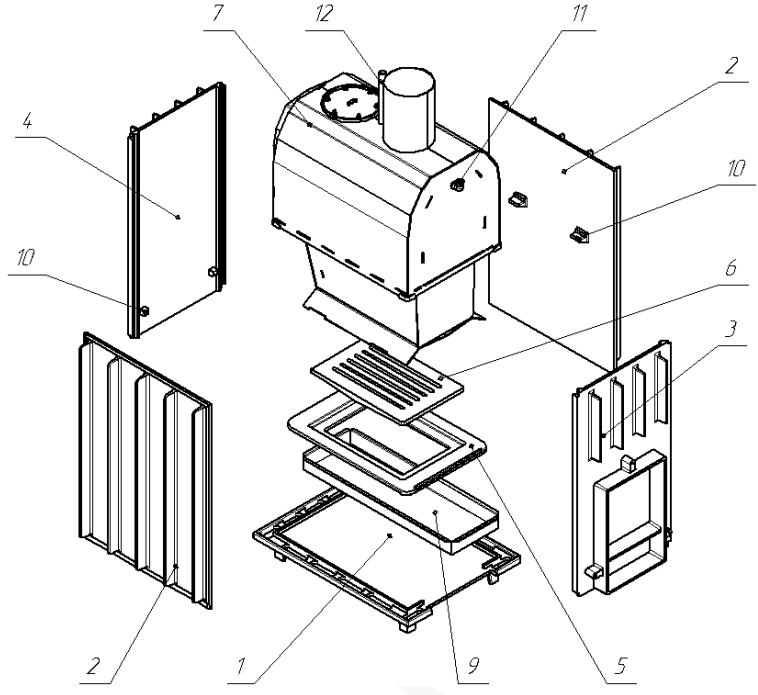
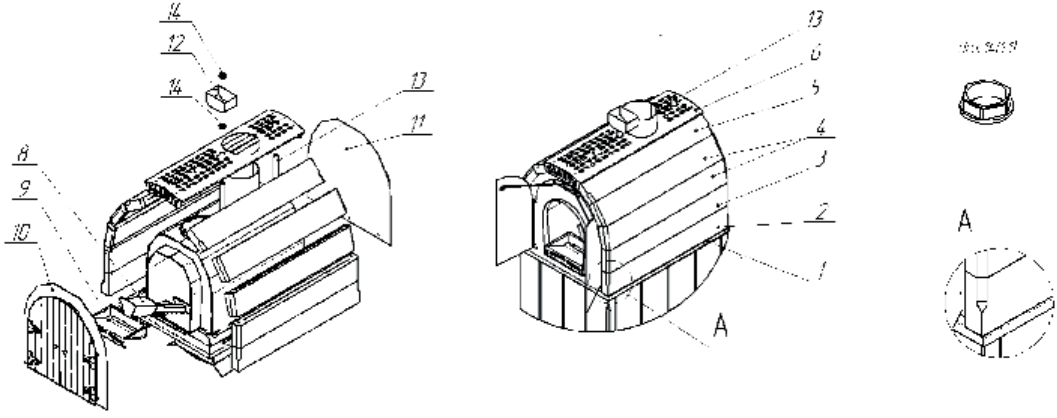
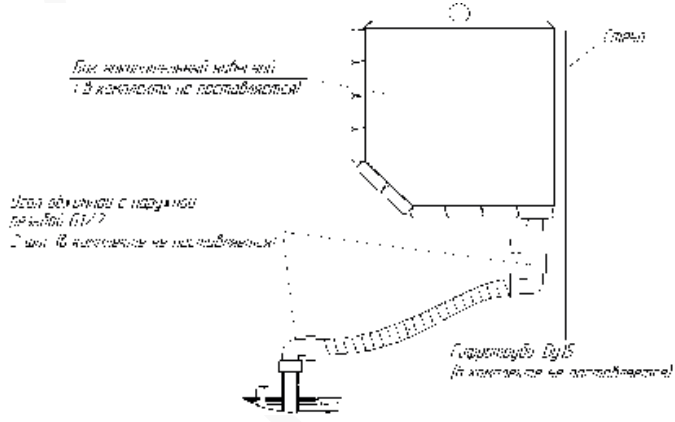

Рис.12 Схема сборки топочного агрегата печи Калита Арка.
Рис.19 Схема сборки верхней части декоративно-защитного ограждения печи Калита Арка и установки парообразовательных устройств.
Рис.19.1 Рекомендуемая схема подключения парового дозатора.
2.3.2.2 На подготовленном месте в парной установить основание поз1 рис.12
2.3.2.3 В пазы основания установить боковые стенки поз.2 рис.12, затем переднюю поз.3 рис.12 и заднюю проз.4 рис.12. Приливы поз.10, рис.12 на боковых стенках должны быть расположены вверху, а на задней и передней стенках внизу.
2.3.2.4 Зафиксировав стенки эластичной стяжкой (резиновым жгутом) уложить основание колосника поз.5 рис.12, затем установить колосник поз.6, рис.12 в посадочное место в основании колосника.
2.3.2.5Установить емкость для камней поз.7 рис.12 на верх стенок поз.2,3,4 , рис .12. Проверить наличие в штатном месте каменки пластин жароаккумулятора (поз.8, рис.19). При необходимости уложить их вертикально.
2.3.2.6 Установить в подколосниковое пространство зольный ящик поз.9, рис.12.
2.3.8.2 Установить предварительно подсобранную рамку с дверьми поз.1, рис.19
2.3.8.3 Установить и закрепить винтами к рамке (поз.1 рис.19) переднюю стенку с дверками поз.10 рис.19 и заднюю стенку (поз.11 рис.19)
2.3.8.4 Устанавливая комплектные промежуточные элементы, уложить камни (поз.2,3,4,5 рис.19) в порядке, указанном на Рис.19 (при наличии проволочных стяжек, установить их между камнями поз.3 и поз.4 рис.19., закрепить облицовку к петлям на каменке).
Завернуть в вареный отвод поз.11 рис.12, с задней стороны арки, вертикальную трубку 1/2" для присоединения бака к форсунке парового дозатора.
2.3.8.5 Установить крышку арки поз.6, рис.19
2.3.8.7 Проверить наличие в верхней части каменки – форсунки парового дозатора, при необходимости ввернуть ее. Во ввернутом состоянии указатель ее положения должен быть направлен вертикально вниз. Заполнить камнями дно каменки на высоту - 100-150 мм. Установить приемную емкость жароаккумулятора поз.9 рис.19 в сборе с паровой пушкой нижнего парообразования (ППНП) поз.8 рис.19 в позиционные отверстия, расположенные в горизонтальной планке передней стенки арки, закрепить их штатными винтами. Заполнить камнями все пространство вокруг ППНП поз.8, рис.19, сохранив ее установочное положение.
2.3.8.8 Установить и закрепить упорными гайками воронку в паровую пушку верхнего парообразования (ППВП) поз.12 рис.19.
Вариант 1: установить бак накопительный навесной на стене. Подключить его к трубке форсунки парового дозатора поз.13 рис.19. с помощью гофрированной нержавеющей трубы, крана и соответствующих фитингов - рис.19.1. (приобретаются дополнительно)